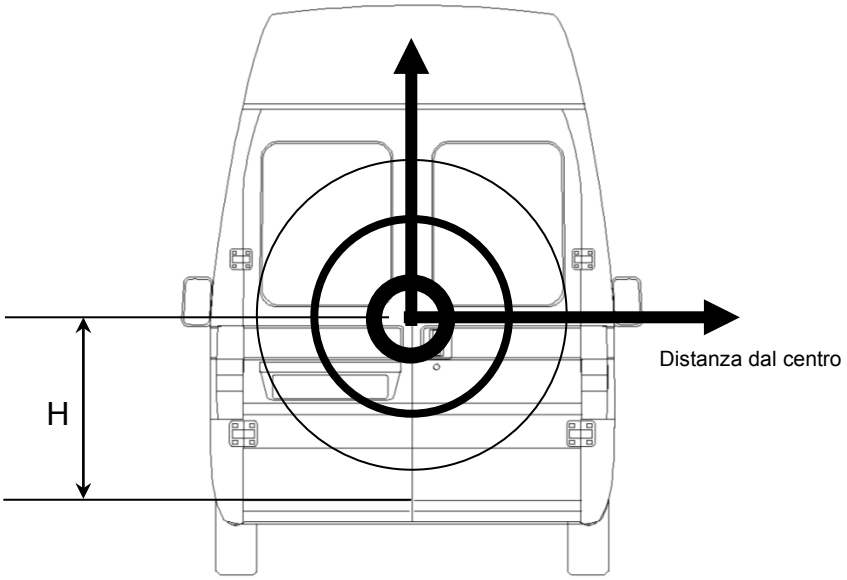

Fig.4
- Il posizionamento della corazza rispetto al bordo inferiore della portiera “H” deve essere tale da massimizzare l’efficacia, **quindi il più possibile al centro del portellone** (vedi fig.4).